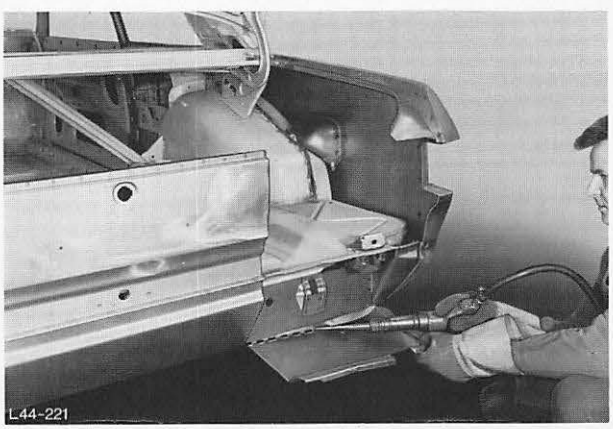

Abb. 236 Rückwandblech mit Schürze komplett austrennen
3. Rückwandblech mit Schürze austrennen, Abb. 236.